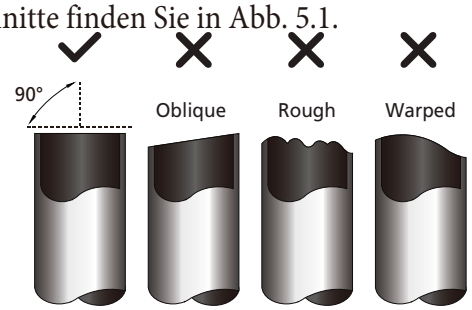

Fig. 5.1
3. Stellen Sie sicher, dass das Rohr in einem Winkel von 90 ° geschnitten ist. Beispiele für fehlerhafte Schnitte finden Sie in Abb. 5.1.